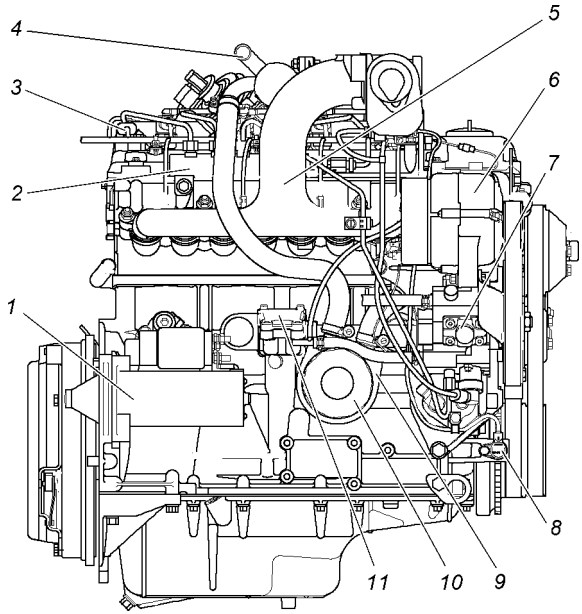

Рис. 9.12. Двигатель ЗМЗ-51432 (вид справа):
-заменить масляный фильтр 10 (см. рис. 9.12);